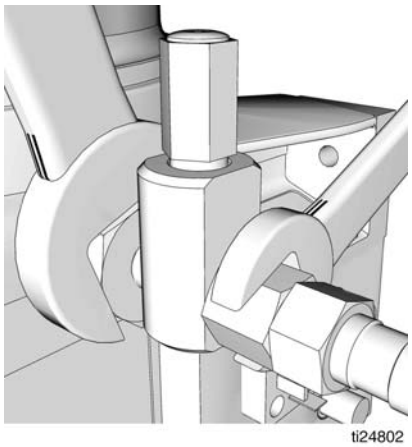

FIG. 25
4. Use two wrenches to tighten banjo fitting. Place one wrench on the pump element (e) and the second wrench over the end of the banjo bolt (d). ONLY tighten the banjo bolt (d) while holding the pump element (e) securely in place. Torque banjo bolt (d) to 35 ft. lbs (45.7 N•m) (FIG. 25). Take care to not over-tighten.